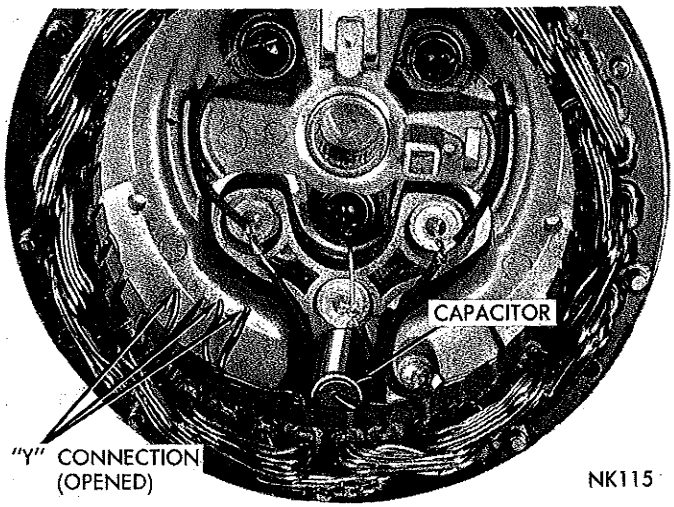

*Fig. 26—Separating the Three Stator Leads*
(a) Separate the three (3) stator leads at "Y" connection (Fig. 26). **Cut stator connection as close to connector as possible. If they are cut too short it may be difficult to get them together again for soldering.**